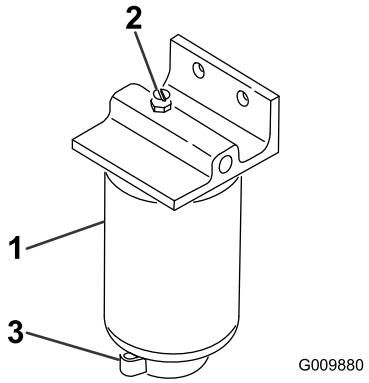

Figura 63
2. Afloje la válvula de vaciado en la parte inferior del cartucho del filtro (Figura 63).
1. Limpie la zona de montaje del cartucho del filtro (Figura 63).